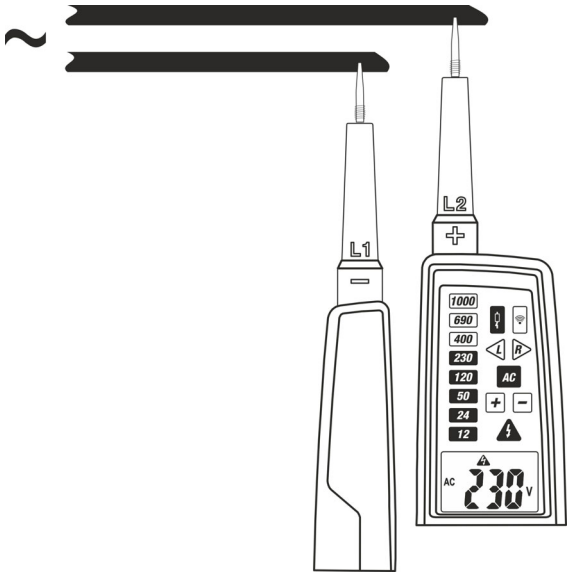

Fig. 6: Medida de Tensión CA a baja impedancia
2. Conecte las puntas **L1** y **L2** a la fuente en pruebas (ver la Fig. 6). La medida se realiza sólo con contacto **de las puntas sobre la parte metálica de los conductores**